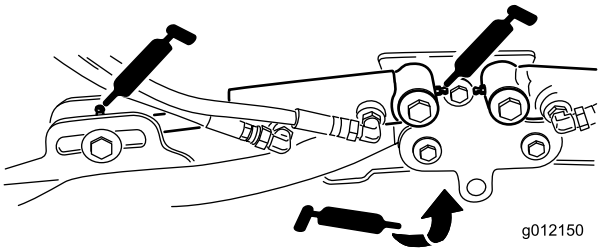

Figur 43
- Klippenheternas lyftarmscylindrar (2 var) (Figur 43)
- Lyftarmens svängtappar (1 var) (Figur 43)